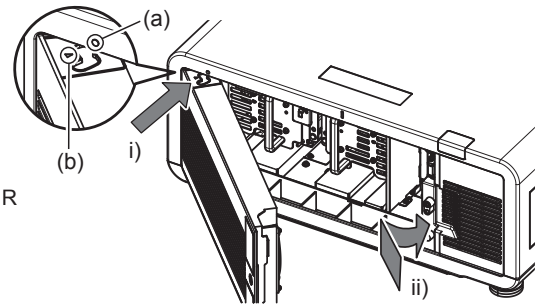

Figura 2
4) Coloque la cubierta de la unidad de lámpara. (Figura 2)